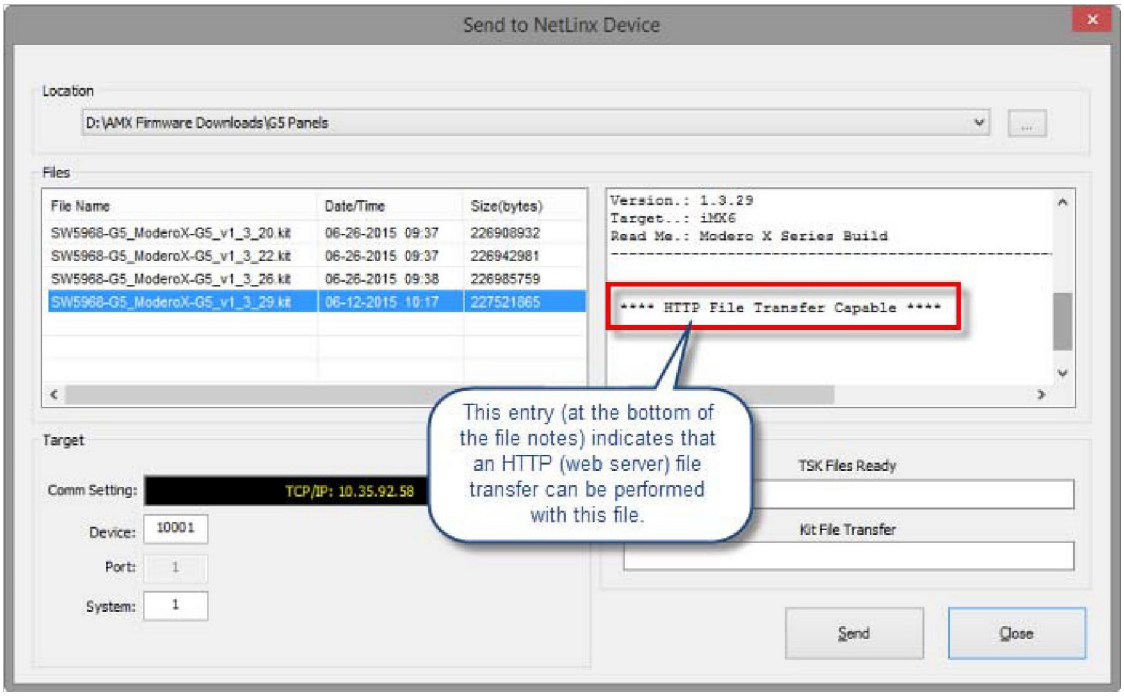

FIG. 159 NetLinx Studio - Send to NetLinx Device dialog This
6. In the Files window, click to select the G5 *.kit file to transfer (FIG. 159):